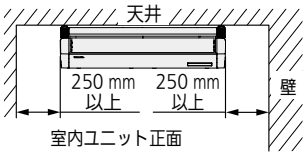

図1
- サービス時の作業用スペースを考慮してください。（図 1、2）